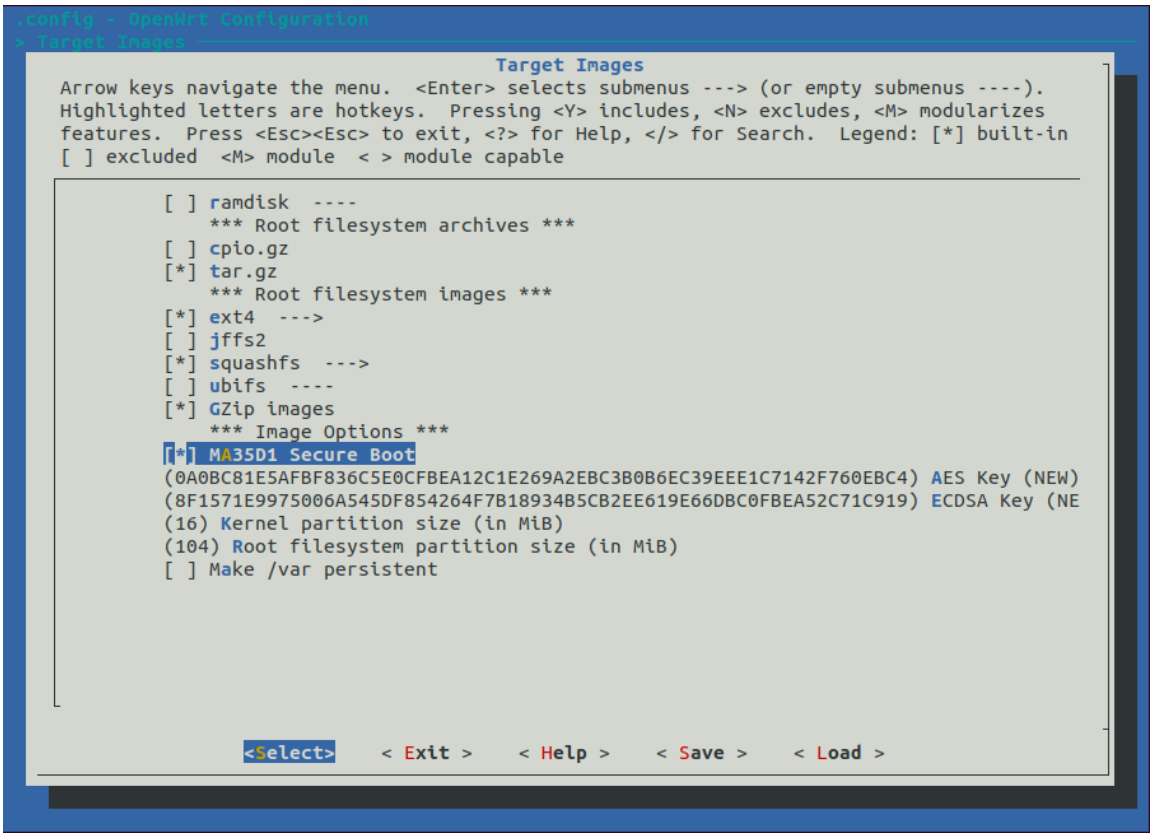

Figure 3-7 Enable Secure Boot feature
1. **Enable Secure Boot:** Navigate to the "Target Images" menu to enable the Secure Boot feature. Here, you can also customize the AES key and ECDSA key settings as shown in Figure 3-7.